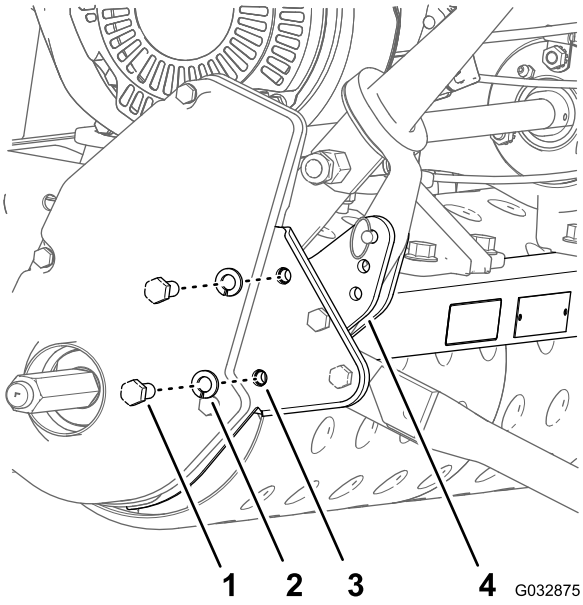

Figura 6
8. Retire los dos pernos (3/8 x 7/8") y las dos arandelas de freno (3/8") que sujetan la placa lateral izquierda a la zapata externa del bastidor trasero de la máquina (Figura 6).